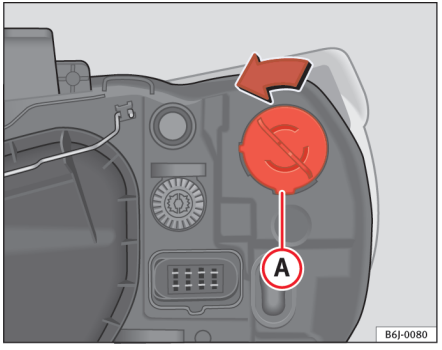

Fig. 149 Blinklys i forbindelse med enkelt forlygte
– Drej fatningen ⇒ fig. 149 (A) mod venstre, og træk i den.